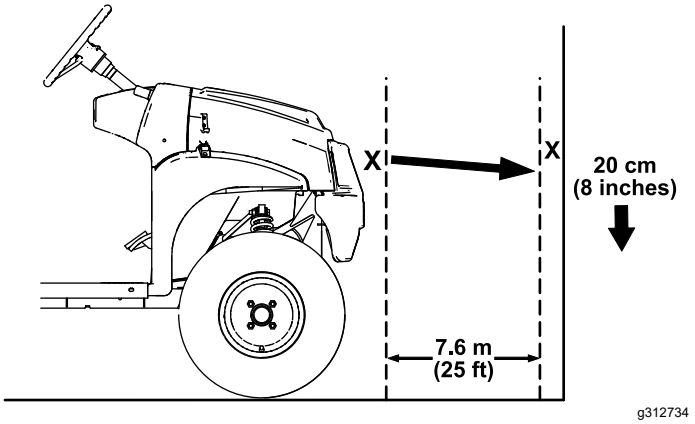

Figuur 49
1. Parkeer de machine op een horizontaal oppervlak met de koplampen op ongeveer 7,6 meter verwijderd van een muur (Figuur 49).
Het helderste gedeelte van de lichtstraal van de koplampen dient zich 20 cm onder de markering op de muur te bevinden (Figuur 49).